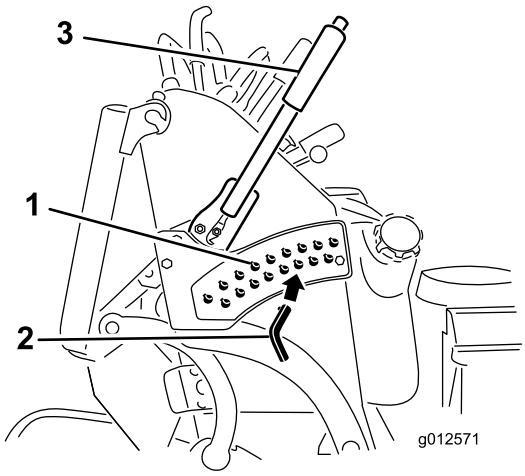

Figura 28
3. Seleccione el taladro del soporte de altura de corte que corresponde a la altura de corte deseada, e inserte el pasador (Figura 28).
4. Presione el botón y baje la palanca de altura de corte hasta el pasador (Figura 28).